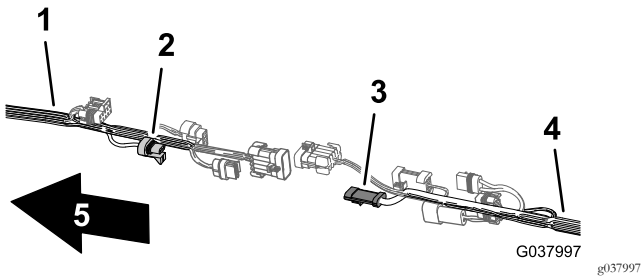

Figura 107
3. Conecte el conector hembra de 3 vías del arnés de cables delantero del caudalímetro en el conector de 3 pines del arnés de cables trasero del caudalímetro (Figura 107).